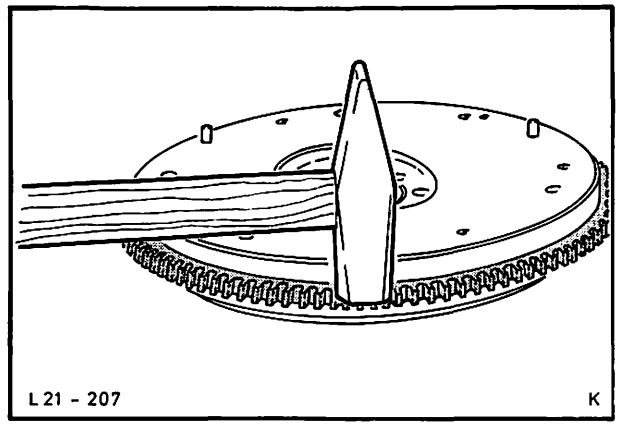

Abb. 310 Zahnkranz von der Schwungscheibe trennen
2. Zahnkranz durch leichte Hammerschläge von der Schwungscheibe trennen, Abb. 310.